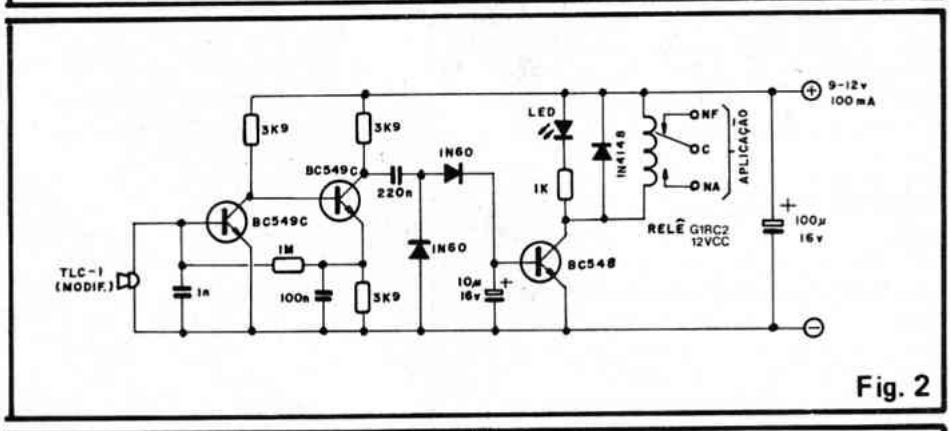

Fig. 2
- Bobina – Dois "toques" importantes: a perfeição das suas dimensões (ver fig. 2 - pág. 34 - APE 7) e de sua conexão ao circuito: é muito comum que o hobbysta iniciante simplesmente **esqueça** de raspar bem o esmalte isolador nas extremidades do enrolamento; com isso, a bobina ficará apenas aparentemente ligada ao circuito, quando, eletricamente falando, ela "não estará lá".